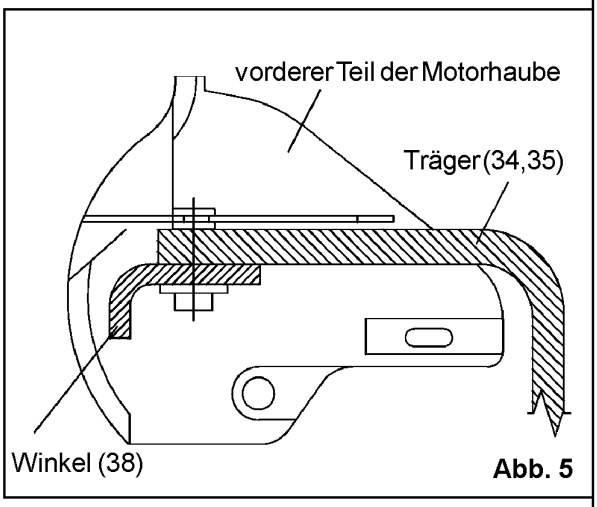

Abb. 5
● ● ● Winkel (38) mit den vorhandenen Schrauben (88) M8 x 25 und Zahnscheiben (89) lose vormontieren (Abb. 5)